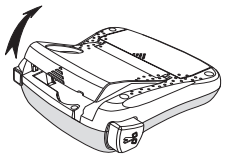

Figur 3
1. Lyft locket till tejpkassetten för att öppna facket. Se figur 3.